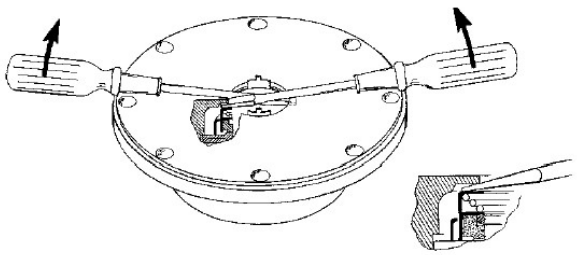

Figure 6
3. Remove the inboard bearing cover capscrews (28) and slide the inboard bearing cover (27A) and gasket (26) off the shaft. Discard the bearing cover gasket.
4. Remove the outboard bearing cover capscrews (28) and slide the outboard bearing cover (27A) and gasket (26) off the shaft. Discard the bearing cover gasket.
6. Remove the head capscrews (21) and carefully pry the head (20) away from the cylinder. Jack screw holes are provided if needed.
7. Slide the head off the shaft. The head O-ring (72), bearing (24), and mechanical seal (153) will come off with the head assembly. Remove and discard the head O-ring.
a. Pull the bearing (24) from the housing in the head.
b. To remove the **mechanical seal** (153), use two screw drivers to gently push the backside of the seal jacket to push the seal from the head (see Figure 6). Use care when placing the screwdrivers to prevent damage to the seal faces. Remove and discard mechanical seal O-rings.